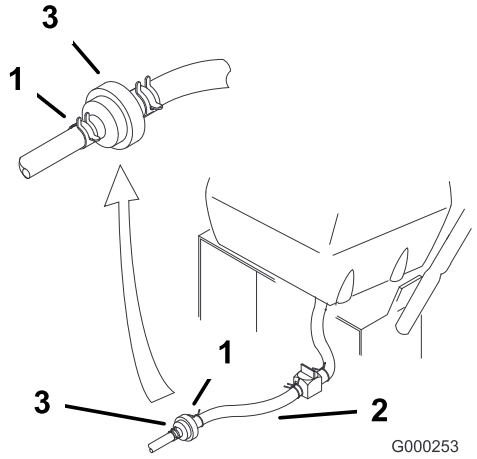

Figur 32
4. Kläm ihop ändarna på slangklämmorna och skjut bort dem från filtret (Figur 32).